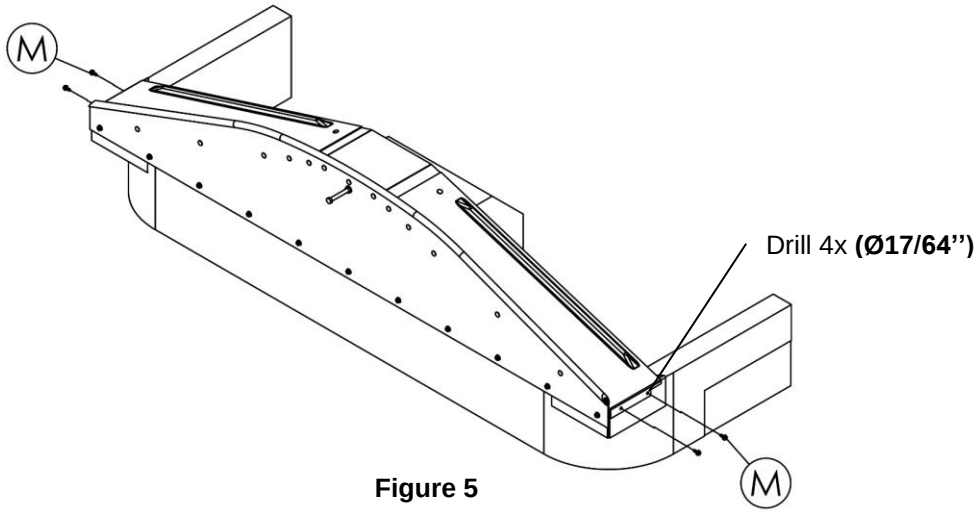

Figure 5
4. **Figure 5.** Drill **Ø17/64''** and screw the screws on each side (qty 4x).